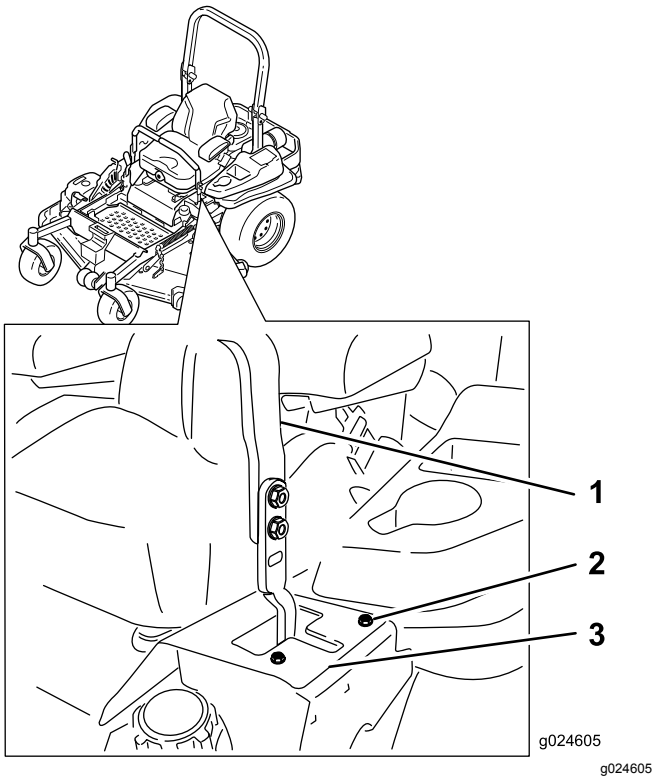

Figuur 62
6. Als de machine een afwijking naar rechts heeft, draai dan de bouten los en breng de linker aanslagplaat naar achteren op de linker T-sleuf tot de machine recht rijdt (Figuur 62).
7. Als de machine een afwijking naar links heeft, draai dan de bouten los en breng de rechter aanslagplaat naar achteren op de rechter T-sleuf tot de machine recht rijdt (Figuur 62).
8. Zet de aanslagplaat vast (Figuur 62).